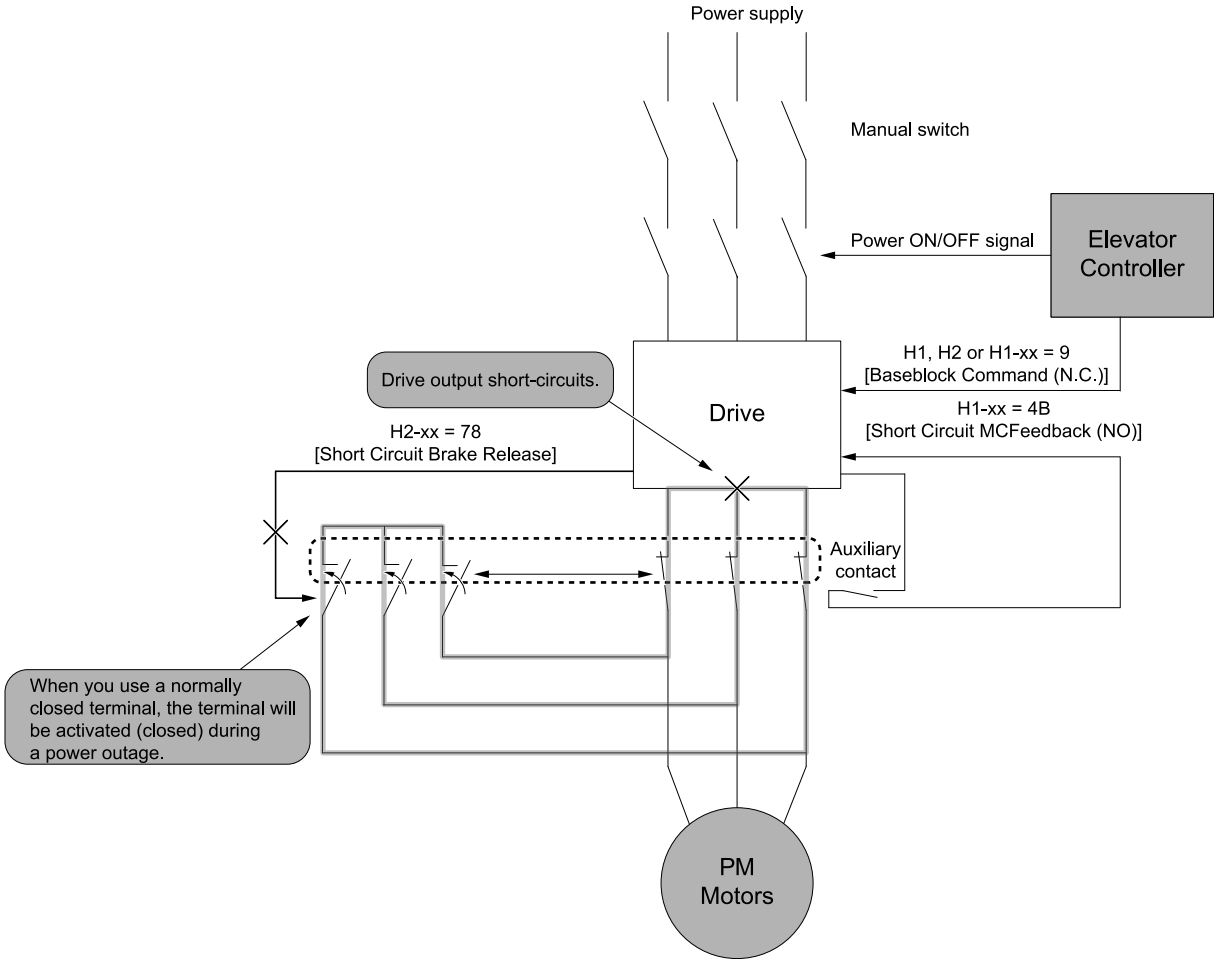

Figure 4.39 Failure Example when an Electromagnetic Contactor (N.C.) is Used for Short Circuit Braking
- Use a UPS or a power supply with a long time constant for the power supply of the electromagnetic contactor for short circuit braking. As shown in Figure 4.39, if a power loss occurs while the drive is running, or if the drive is de-energized by an Emergency Stop command, the power supply for contactor coil will be lost and the contactor will activate (closed). In this case, the drive output will be short-circuited, which can cause damage to the drive.